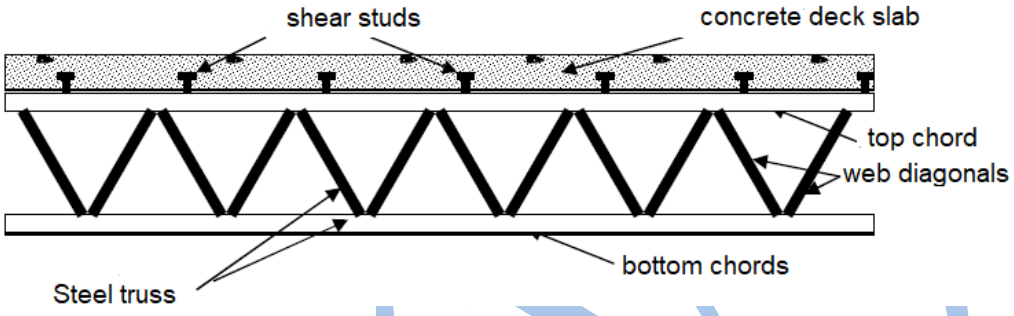

**FIGURE 3** (5 × 1) (5)
2.2 FIGURE 3 shows a composite truss. Various steel sections are used to construct and join different components.